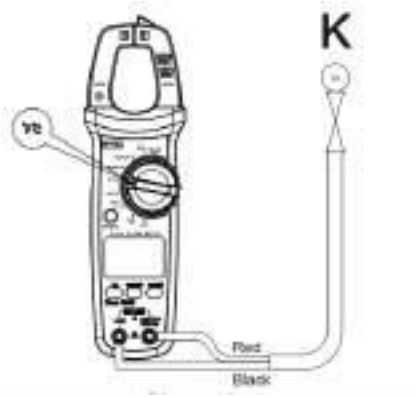

Fig 5
**9.4 Măsurarea temperaturii (numai UT202R, Fig 5)**